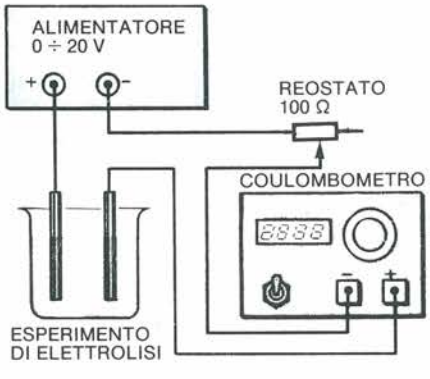

Figura 7. Disposizione degli strumenti per un esperimento chimico di elettrolisi.
2. Per un esperimento chimico di elettrolisi, la disposizione del circuito deve essere quella mostrata in Figura 7.